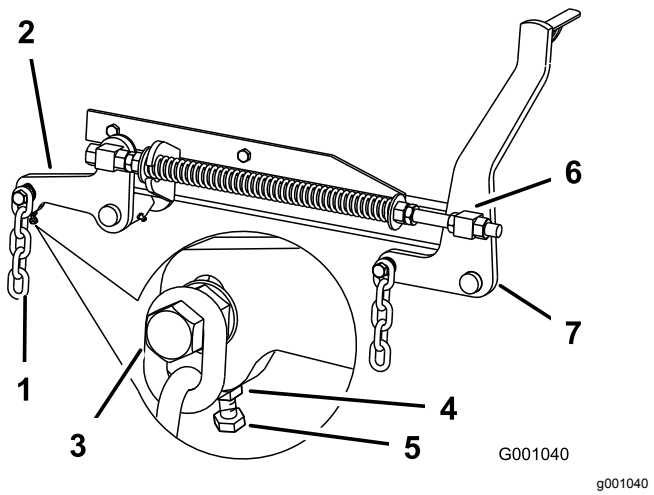

**Figuur 105**
7. Als de afstanden bij punten **B** of **C** niet correct zijn, maakt u de bout los waarmee de achterste ketting is bevestigd aan de achterste steunarm (Figuur 105).
8. Maak de contramoer onder de achterste steunarm los en draai aan de stelbout totdat de afstand 80 tot 83 mm bedraagt; zie Figuur 105.
7. Draai de contramoeren op de voorkant van de rechter- en linkerwartel ongeveer 13 mm los (Figuur 105).
8. Draai aan de drukmoeren op de linker- en rechterzijde van de machine totdat de voorkant van het maaimes 6 tot 10 mm lager staat bij **A** dan de achterkant bij **B** (Figuur 105).